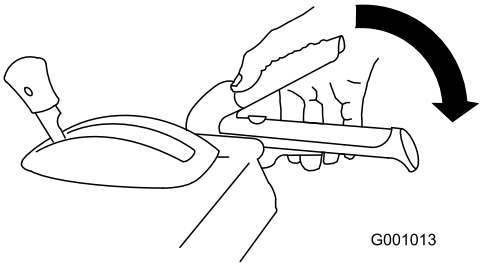

**Figur 36**
1. Pressa ned det högra reglaget (matarskruvs-/impellerreglaget) till handtaget för att koppla in matarskruvs-/impellerdrivningen (Figur 36).